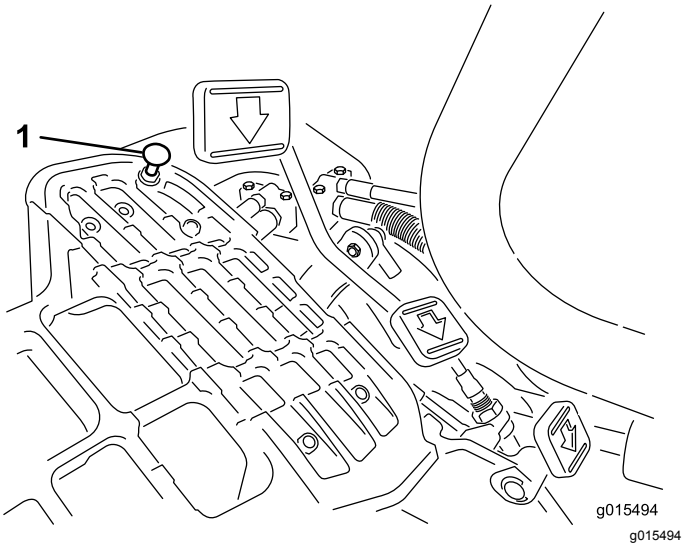

Figur 35
Du kommer upp i maximal transporthastighet genom att flytta funktionsreglaget till TRANSPORTLÄGET och trycka ned gaspedalen. Om pedalen får kontakt med stoppet (Figur 35) innan du känner någon spänning i kabeln genomför du följande justeringsprocedur:
1. Flytta funktionsreglaget till TRANSPORTLÄGET och lossa på låsmuttern som fäster pedalstoppet vid golvplattan (Figur 35).